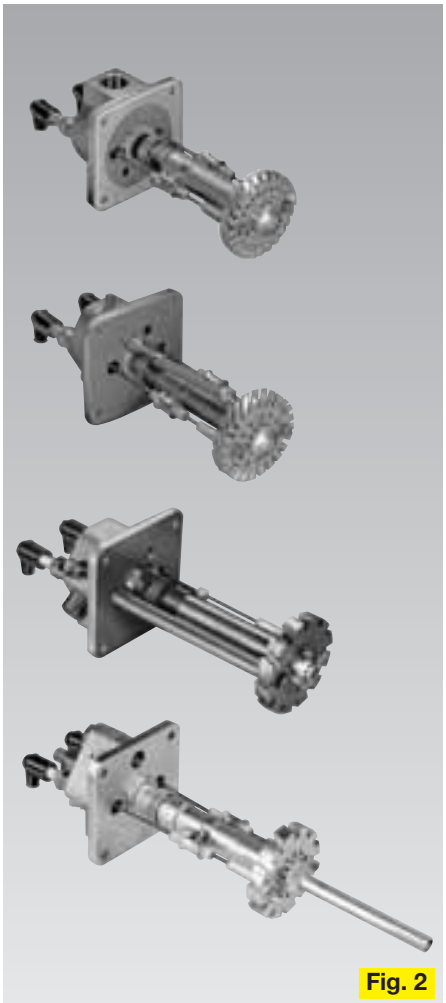

Fig. 2
2. Brennereinsatz (Fig. 2)
2. Burner insert (Fig. 2)
2. Горелочная часть (Fig. 2)